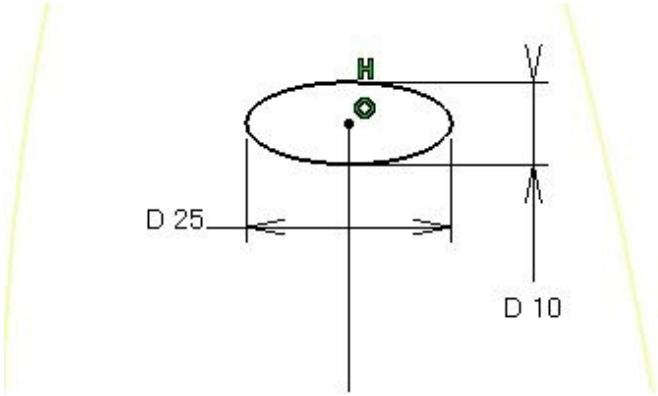

Figure 10-64 *The profile for the sweep surface*
6. Draw an ellipse for the profile of the sweep surface, as shown in Figure 10-64.